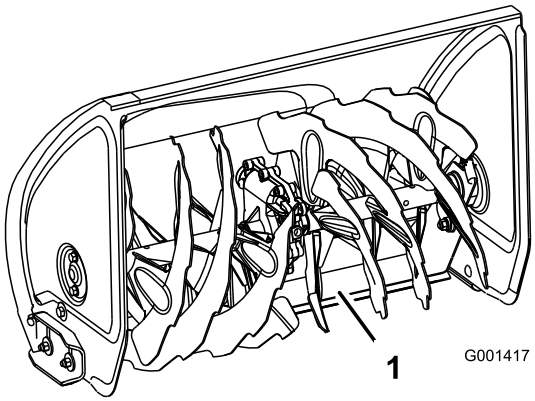

Rysunek 44
4. Naciśnij uchwyty, aby umożliwić maksymalne przesunięcie do przodu ruchomego zgarniacza, po czym opuść przód maszyny, aby przednia krawędź ruchomego zgarniacza dotykała podłoża (Rysunek 44).